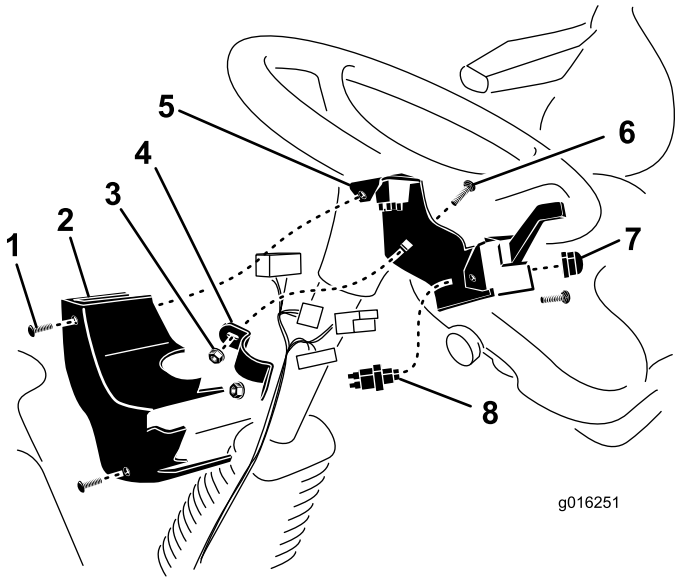

Bild 5
2. Befestigen Sie die Säulenhalterung mit der Säulenhalterungsbefestigung, zwei Schlossschrauben (3/8 Zoll x 1 Zoll) und Bundmuttern (3/8 Zoll) hinten an der Lenksäule. Bringen Sie die Säulenhalterung so hoch wie möglich an der Lenksäule an, siehe Bild 5. Stellen Sie sicher, dass die Säulenhalterung nicht das Lenkrad behindert.
3. Schließen Sie die Schalter am Kabelbaum an und befestigen Sie dann die Säulenabdeckung mit zwei Blechmuttern und Schrauben an an der Säulenhalterung (Bild 5).